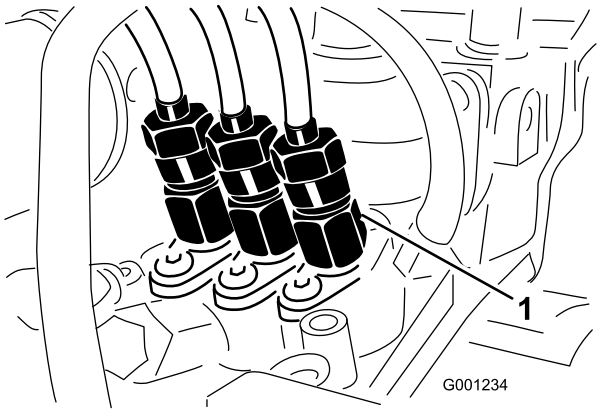

Figur 52
1. Lossa röranslutningen till insprutarmunstycke nr 1 och hållaren vid injektionspumpen (Figur 52).